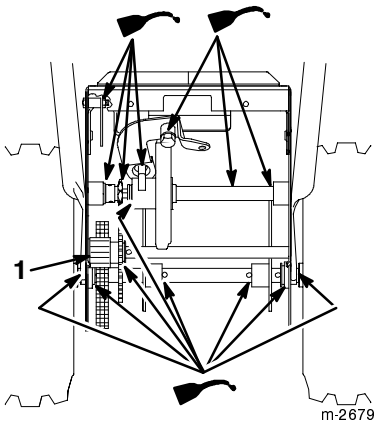

Figur 34
7. Fetta in axeldrevet lätt (figur 34).